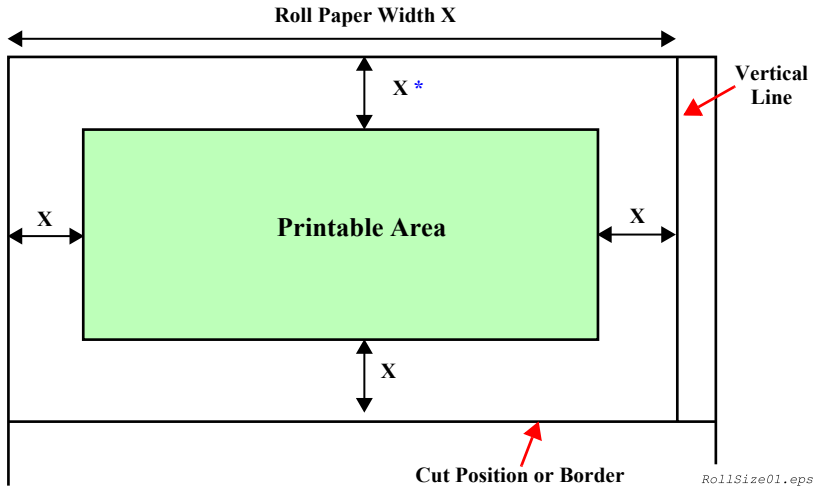

Figure 1-10. Roll Paper Margin (1)
See "Fig 1-10 Roll Paper Margin (1)" *(p.65)*.